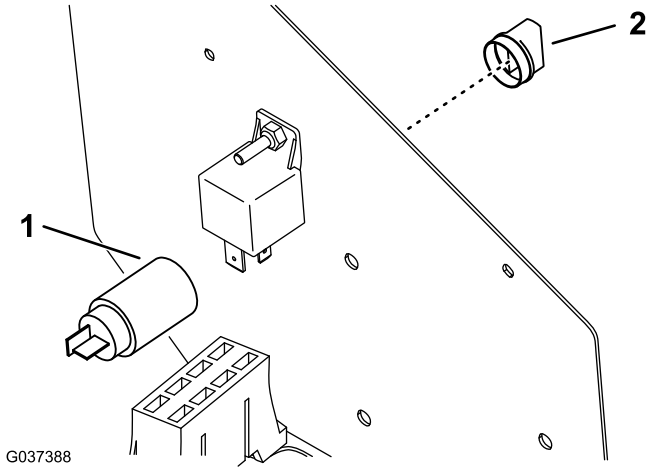

Figure 11
7. Remove the knock-out plug from the side of the control panel (Figure 11).